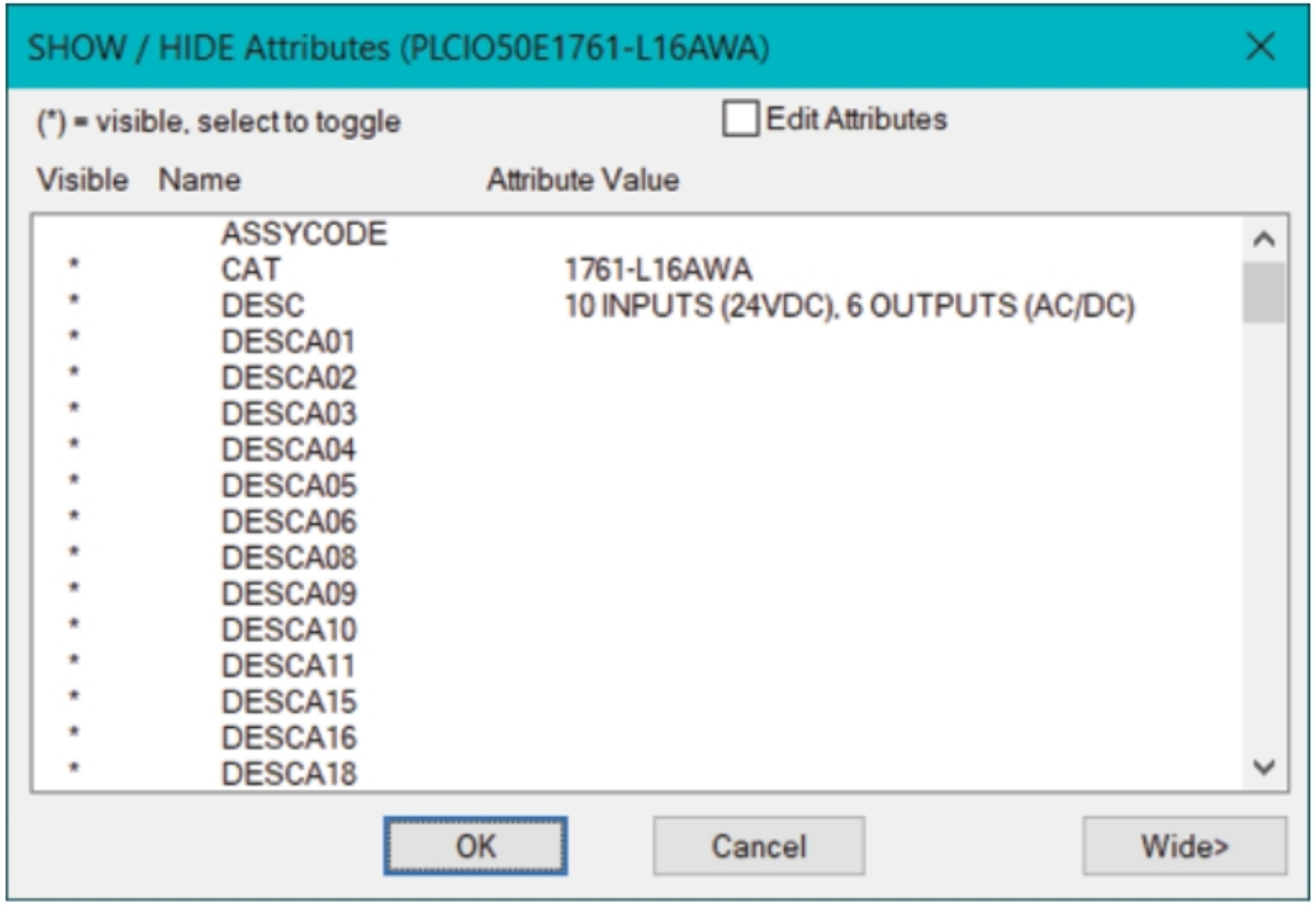

Figure-44. SHOW HIDE Attributes dialog box
- If you want to display or hide attributes of a component then restart the tool and click on the component block instead of attributes. The **SHOW/HIDE Attributes** dialog box will be displayed; refer to Figure-44.